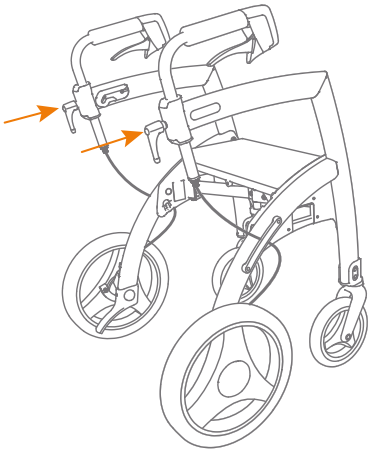

Abbildung 1: Schrauben Sie die zwei Einstellgriffe vor Gebrauch ein.
a. Schrauben Sie beide Einstellgriffe solange ein, bis es nicht mehr weitergeht. Dann sind die Griffe verriegelt **(Abbildung 1 und 2).**